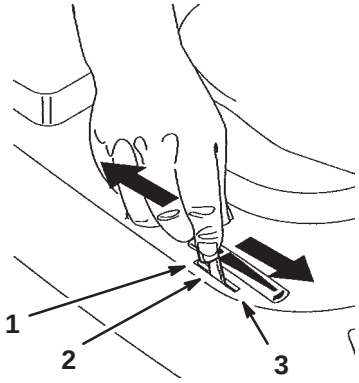

Bild 8
5. Stellen Sie den Gashebel auf „Choke“ (Bild 8).
7. Schieben Sie den Gashebel, sobald der Motor angesprungen ist, langsam auf „Schnell“ (Bild 8). Stellen Sie, wenn der Motor aussetzt oder unregelmäßig läuft, den Gashebel für ein paar Sekunden wieder zurück auf „Choke“. Stellen Sie dann den Gashebel auf „Schnell“. Wiederholen Sie diesen Vorgang nach Bedarf.
1. Stellen Sie den Gashebel auf „Langsam“ (Bild 8).